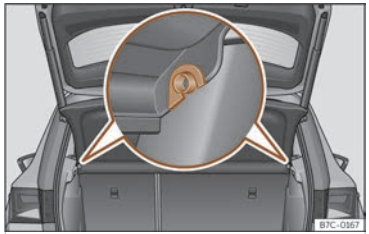

Fig. 163 En el maletero: desmontar y montar la bandeja.
- Desencaje la bandeja de los soportes laterales ››› fig. 163 tirando de ella hacia arriba y extraiga la bandeja.
- Introduzca la bandeja horizontalmente haciendo coincidir la “herradura” sobre el eje de los soportes ››› fig. 163, y presione hacia abajo hasta que encastre.